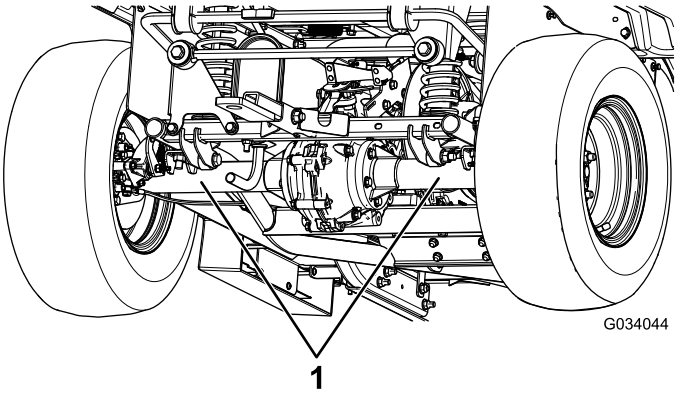

Rysunek 24
- Punkt podnoszenia z tyłu maszyny znajduje się pod tylną osią (Rysunek 24).